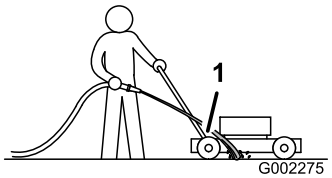

Figure 31
3. Hold the running garden hose at handle level and direct the water to flow on the ground just in front of the **right** rear wheel (Figure 31).